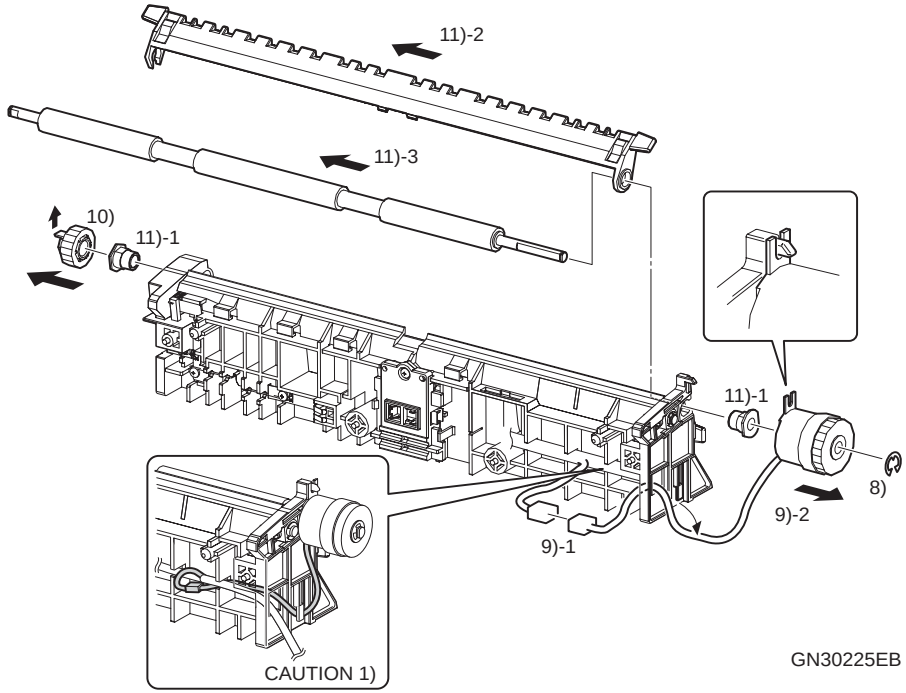

Figure 4-35. Removing the CLUTCH REGI and CHUTE PH
1. Route the Harness of the CLUTCH REGI as shown in Figure 4-35.